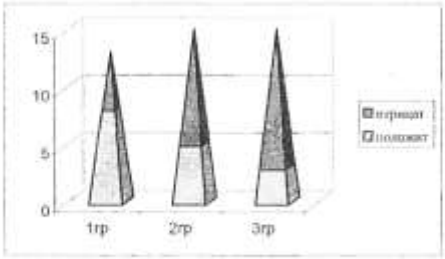

Рис. 1. Название.
10.6.3. Если рисунок один, то он обозначается «Рис. 1». В приложении